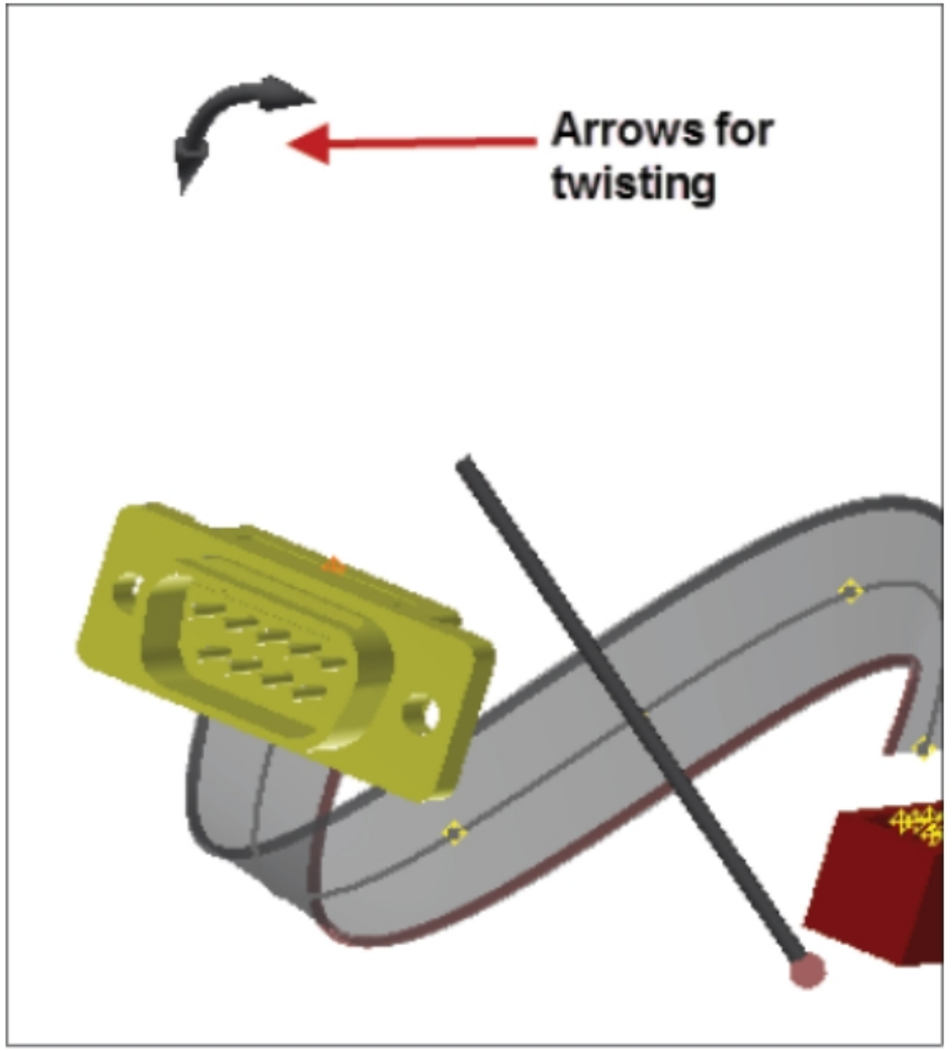

Figure-61. Arrows for twisting
- On selecting the **Edit Twist** option, arrows for twisting are displayed; refer to Figure-61.